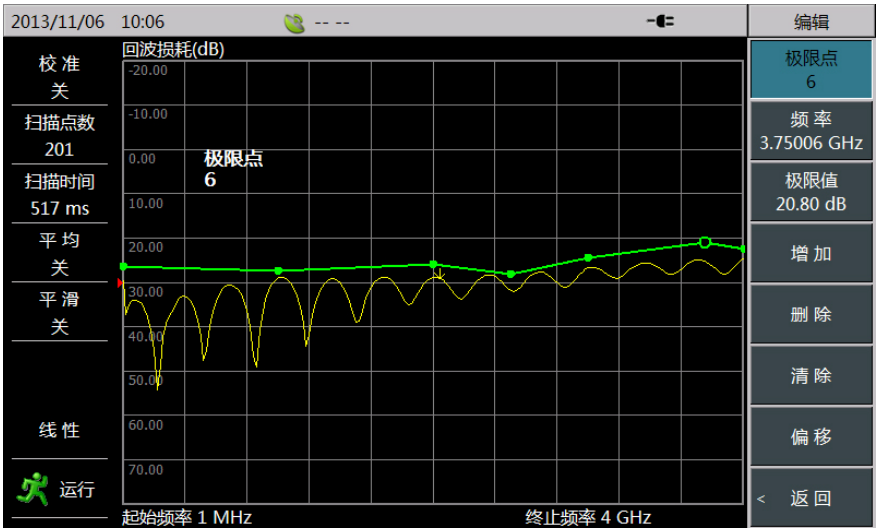

图 5.26　极限线编辑
- 重复上述步骤进行极限线的编辑，完成极限线编辑。如下图 5.26 所示：